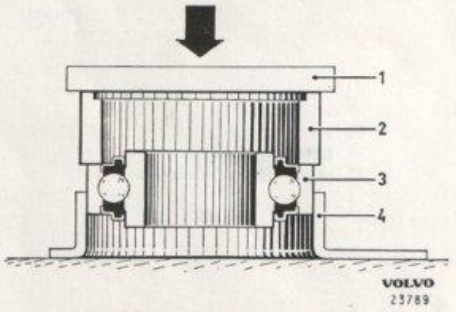

Bild 4-3. Montering av stödlager
2. Drag ut hållare med stödlager (7) bakåt. Pressa stödlagret ur hållaren med en lämplig dorn. Pressa det nya lagret i hållaren med hjälp av ring SVO 4081, se bild 4-3. Är pressdornens diameter mindre än hålet i ringen lägges en platta (1 bild 4-3) ovanpå ringen.
1. Pressa stödlagret (7) i hållaren med ring SVO 4081, se bild 4-3. Sätt skyddsplåt, stödlager, tryckbricka och låsbricka på främre kardanaxeln.